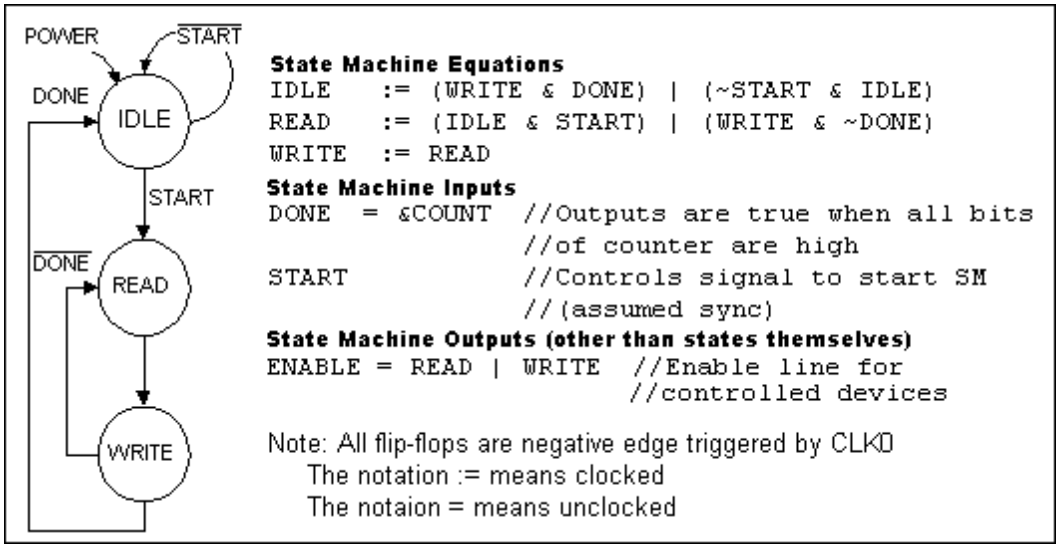

Figure 2: State diagram and design equations for the histogram controller state machine
The state machine (SM) initializes to the **IDLE** state. On the negative edge of the clock after **START** goes high, the SM will enter the **READ** state and look up the current count for the current address value being output by the A/D converter. This value will be incremented by a simple fast-increment circuit. On the next clock, the SM will enter the **WRITE** state, latching the incremented value into a transparent latch called DBUS_INC and initiating the write back of the incremented data to the SRAM. The state machine will continue to toggle between the **READ** and **WRITE** state until the desired number of data values have been histogrammed (determined by the size of the binary counter called COUNT), at which point the SM will return to the **IDLE** state. Figure 2 shows the SM that we will model.